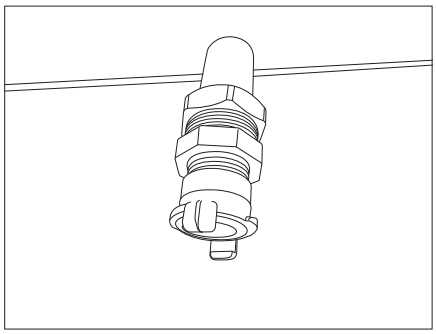

Fig. 176 Waste water connection (plastic piping)
- Connect the waste water to the waste water connection (plastic piping, Fig. 176).